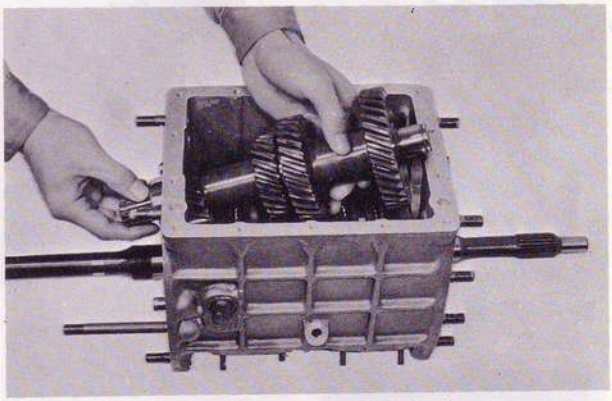

Fig. 7–21 Installing counter shaft gear
17. Check the main shaft bearing end play, proceed as follows : Measure the depth of the main shaft bearing bore in the clutch housing by using a depth gauge. Then, measure the main shaft bearing height shown in Fig. 7–22. The difference between the two measurements indicates the required thickness of the adjusting shim. The standard end play is **0 ~ 0.1 mm (0 ~ 0.0039 in).** The adjusting shims are available in the following thickness :